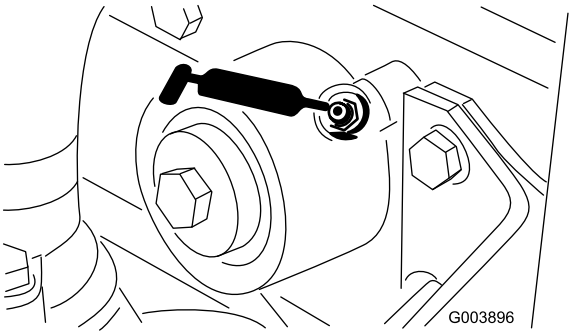

Figur 49
- 1 nippel på ventilatoraksel (Figur 49).